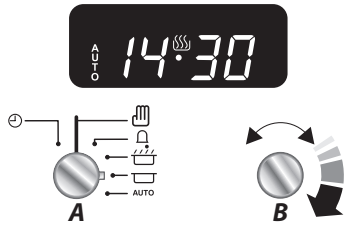

Abb.2.7
3. Richten Sie den Timer-Knopf (A) auf Auto (H). Das Display zeigt nun die aktuelle Uhrzeit, das Kochsymbol und die **'AUTO'**-Anzeige an **(Abb.2.7)**.